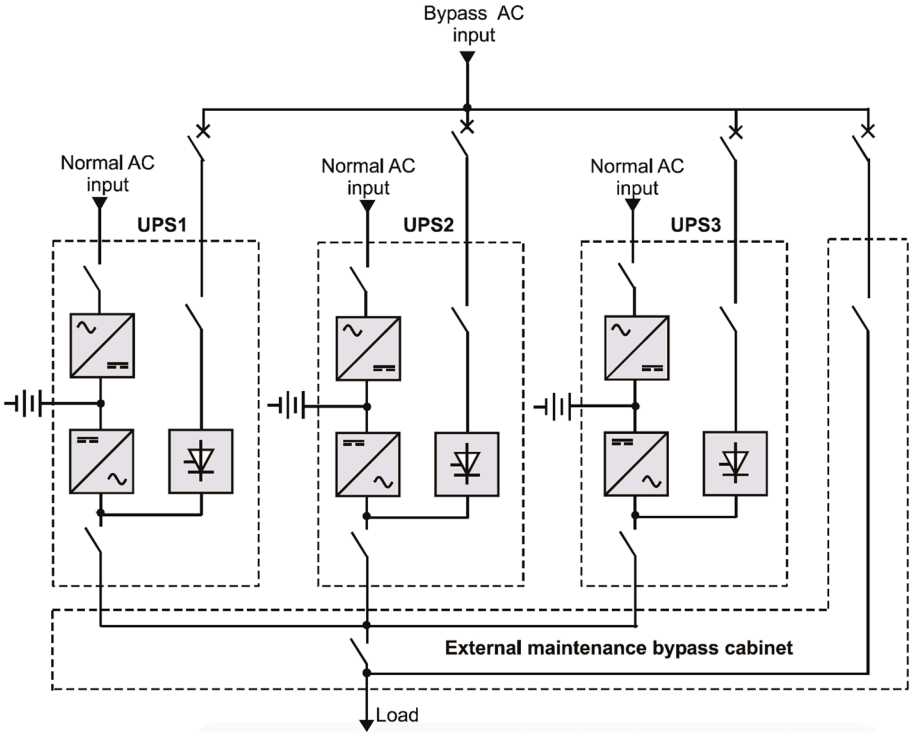

Fig. 2.3.
- unidades SAI en paralelo integradas: cada unidad SAI incluye un bypass automático y un bypass de mantenimiento manual (fig. 2.2). El bypass manual puede ser común para todo el sistema y estar ubicado en un armario externo (p. ej., fig. 2.3);
Esta configuración puede actualizarse comenzando, por ejemplo, con una unidad SAI en paralelo integrada equipada con un bypass automático y un bypass de mantenimiento manual. Cuando se empieza con dos unidades o cuando se amplía a dos unidades o más, se instala un bypass de mantenimiento común en un armario externo (consulte la fig. 2.3).
En el caso de los sistemas no modulares, las diferencias en las longitudes o los pares de apriete de los cables que conectan las distintas unidades pueden causar problemas relacionados con la impedancia antes y después de cada SAI. Por esta razón, el MTBF más alto se obtiene para sistemas redundantes con solo dos SAI (fig. 2.3). En los sistemas SAI modulares, las interconexiones de los módulos son parte integrante del sistema, por lo que se eliminan los problemas de instalación que pueden reducir el MTBF a medida que se añaden más unidades.